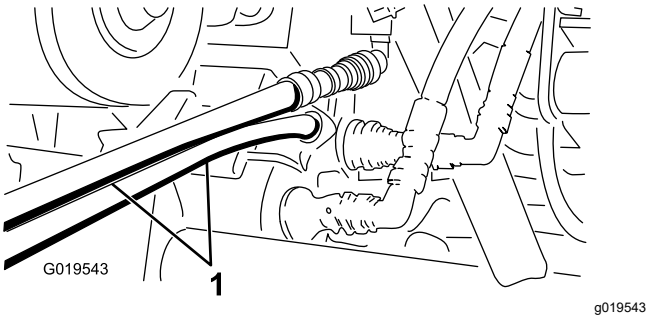

**Figur 75**
5. Koppla ihop de två slangarna med kopplingen som fortfarande sitter i kopplingsfästet på den andra maskinen (koppla den övre slangen till den övre kopplingen och den undre slangen till den undre kopplingen (Figur 75).